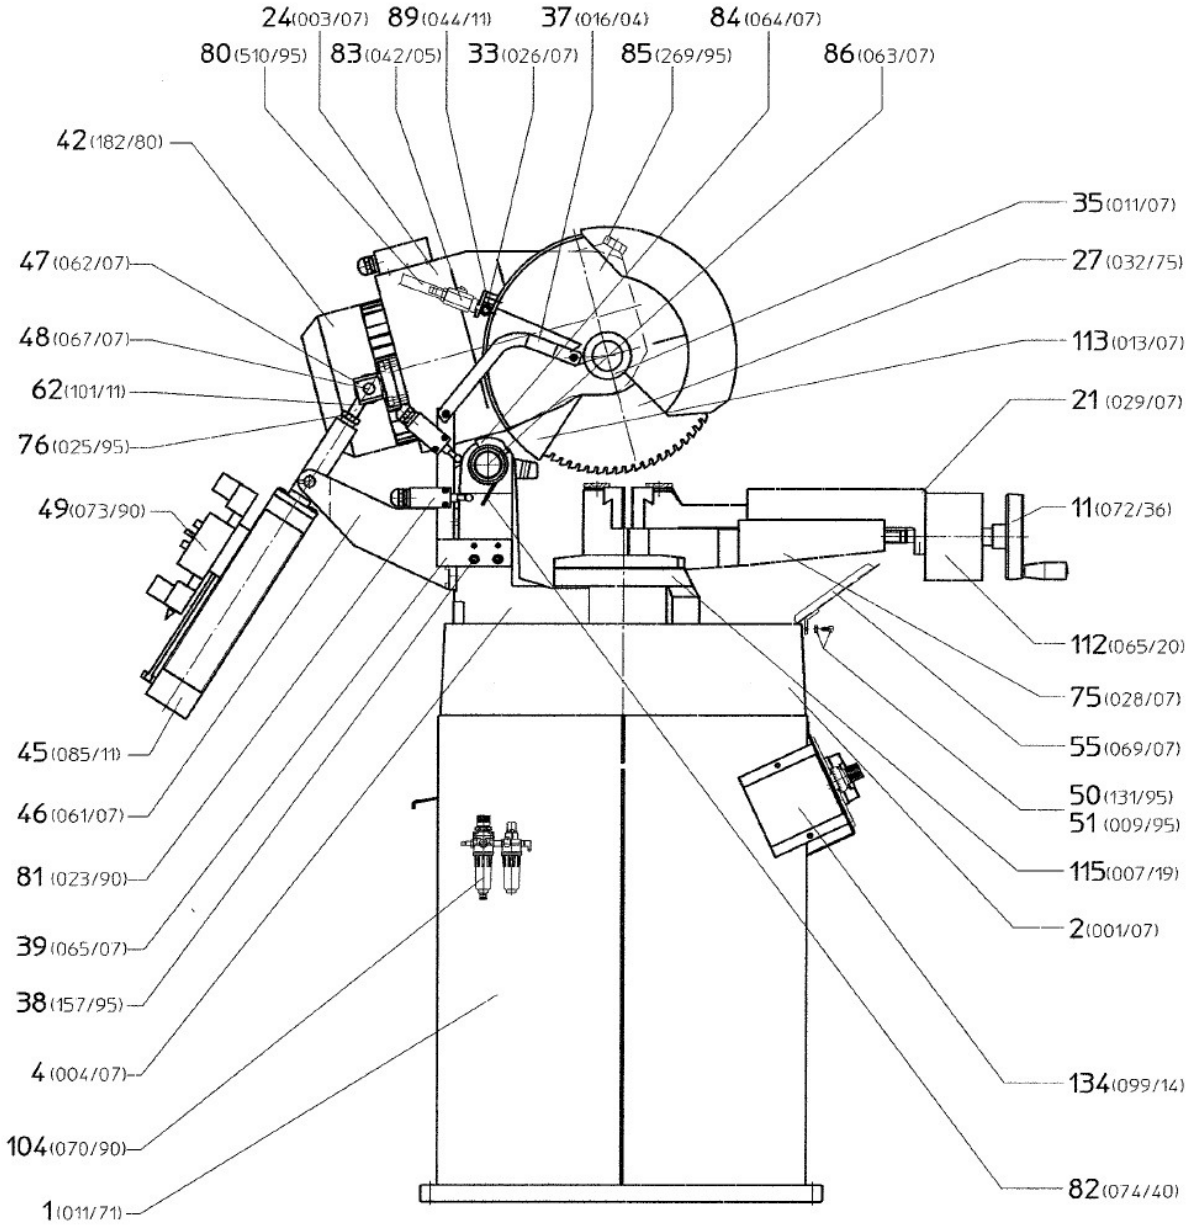

Abb. 16: Ersatzteilzeichnung 5 - MKS 350 H
Schritt 3: Den Behälter von Spänen und Ablagerungen reinigen, den Filter [Abb. 16, 104] kontrollieren und eventuell ersetzen.